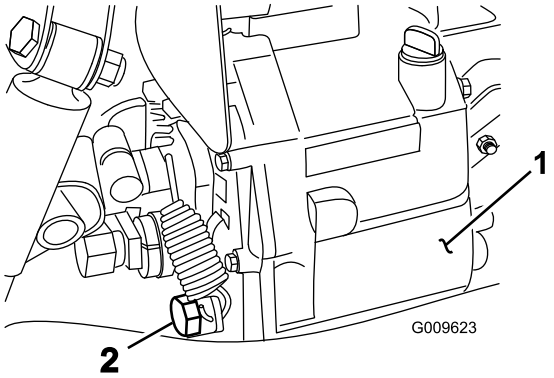

Rysunek 72
2. Odkręć korek spustowy z boku zbiornika i spuść olej hydrauliczny do miski drenażowej (Rysunek 72).